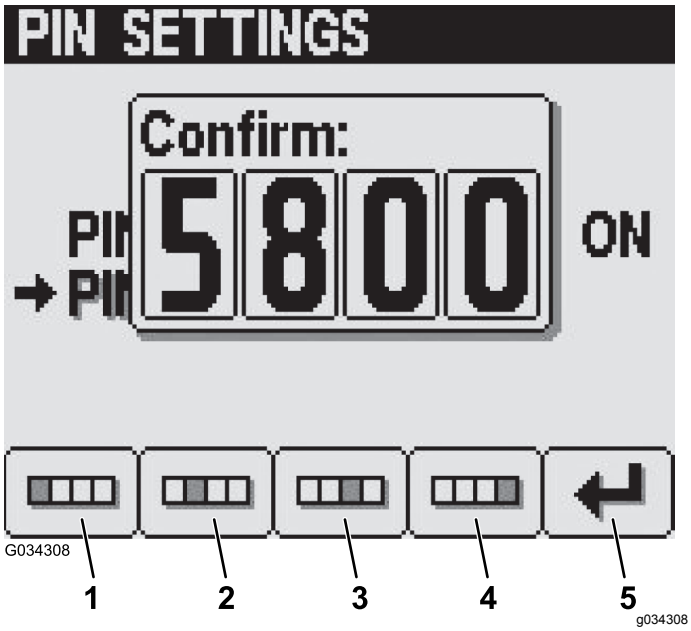

Figur 37
6. På skærmen Bekræft skal du indtaste din nye pinkode vha. knapperne et til fire og trykke på knap fem for at indføre pinkoden i infocenteret (Figur 37).